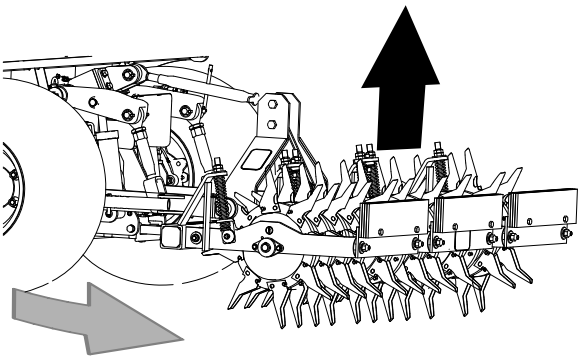

Рисунок 24
4. В конце прохода перед поворотом поднимите аэратор (Рисунок 24).